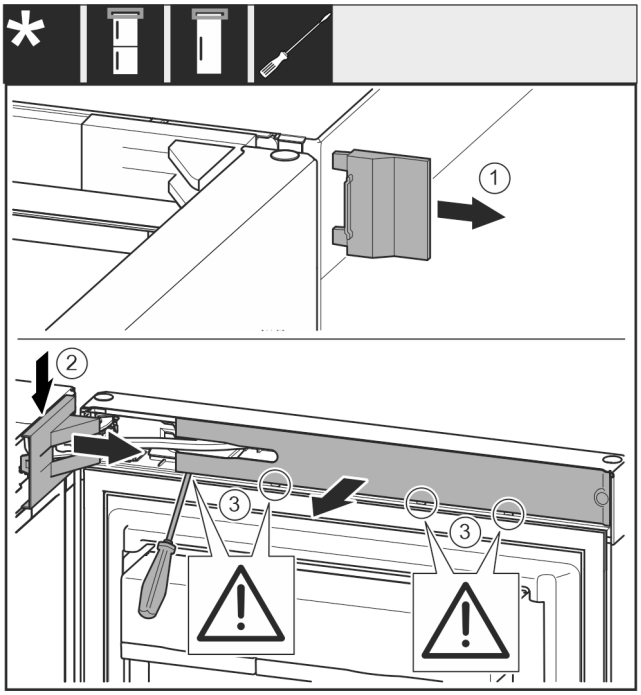

Fig. 10
▶ Sejměte kryt *Fig. 10 (1)*.
▶ Odjistěte a uvolněte kryt stojanu ložiska *Fig. 10 (2)*.
▶ Sejměte kryt stojanu ložiska *Fig. 10 (2)*.
▶ Plochým šroubovákem vyjměte záslepku *Fig. 10 (3)* a otočte ji ke straně.